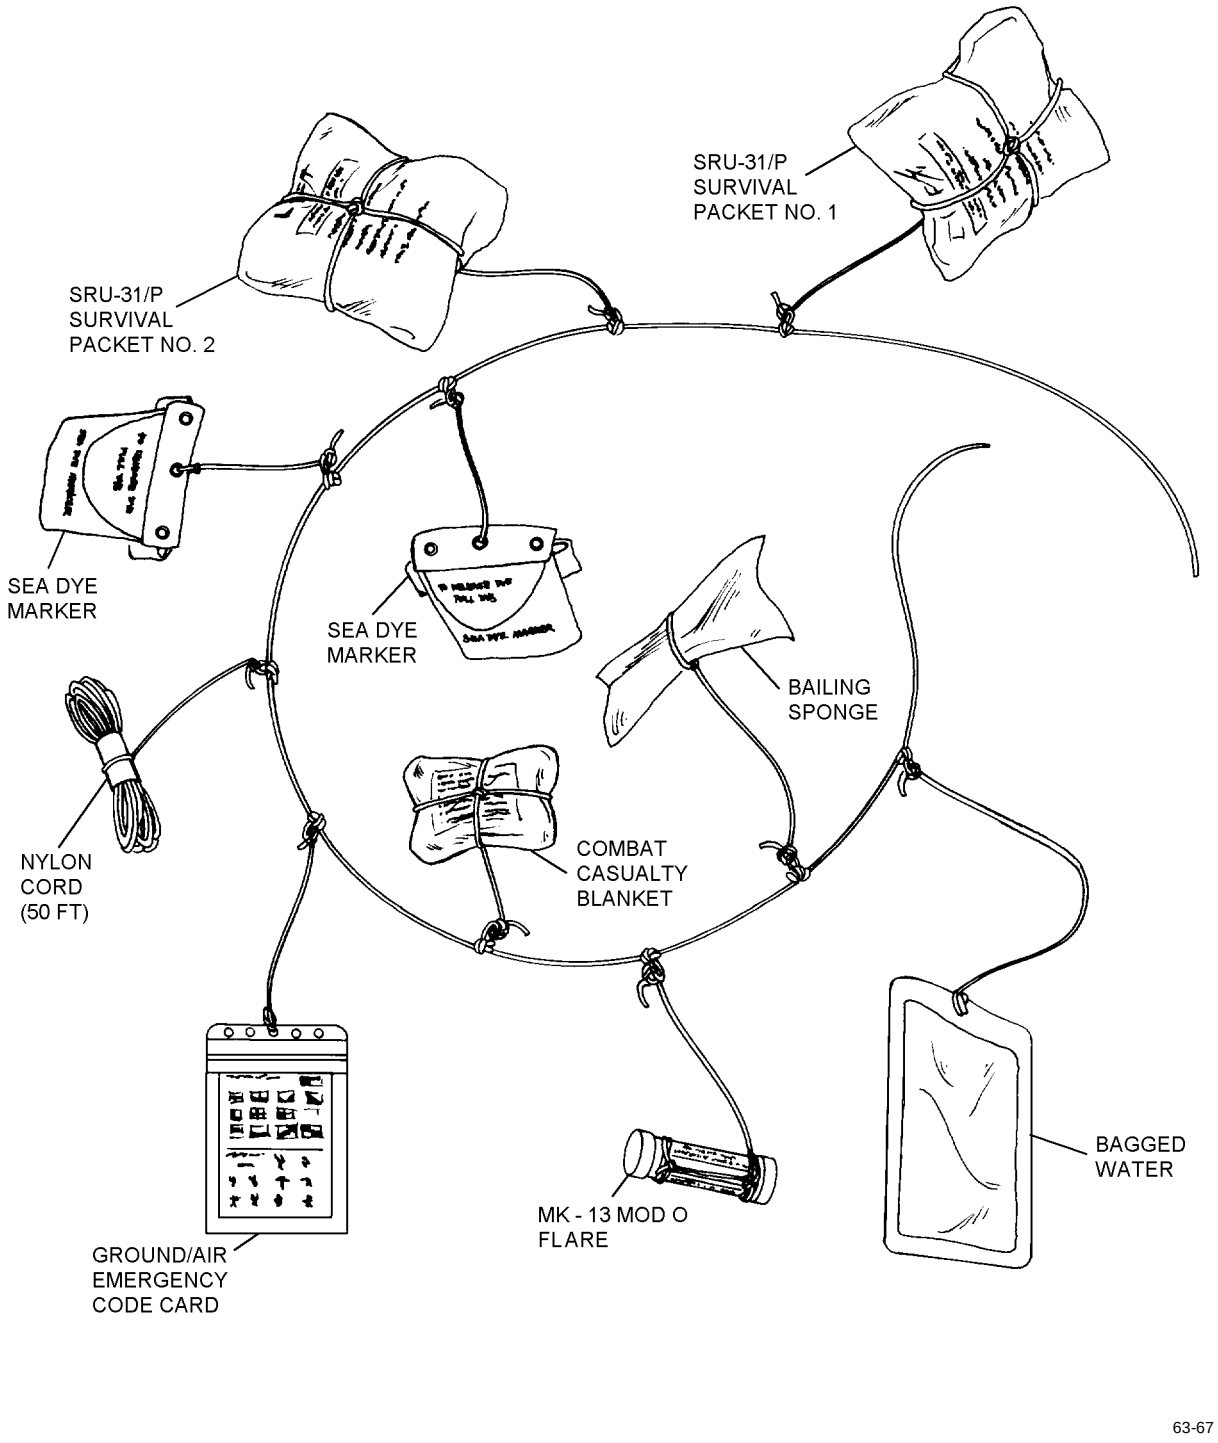

Figure 3-4. Binding Survival Items
14. Tie each item to a loop with a surgeon's knot. All knots shall be positioned snugly against one another (figure 3-4).